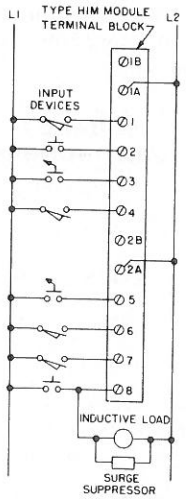

Figure 1 - Typical Wiring
Field input devices are wired to the terminal block on the front of the input module. Figure 1 illustrates the typical wiring for the HIM-101 input module.
- In those applications where an inductive load such as a motor starter or solenoid is wired in parallel with a Type HIM-101 Input Module, a suppressor must be installed as indicated in Figure 1. A typical suppressor for 120 V AC operation consists of a 0.5 mfd, 400 volt capacitor with a 220 ohm resistor in series. Refer to Figure 4 for the recommended suppressor for the particular application.